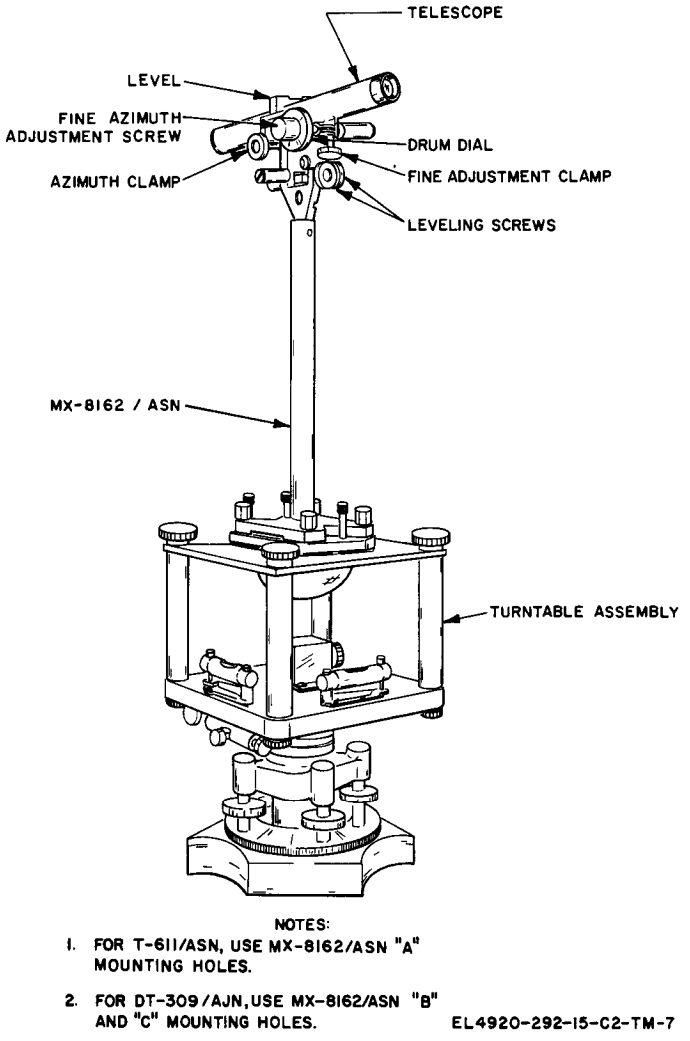

Figure 9-6. Optical transfer setup for Induction compass Transmitter T-611/ASN or DT-809/AJN in U-1A, U-6, U-8D, and *U-21 aircraft.*
(1) Remove the telescope from the alignment equipment case. (Refer to figure 9-6 for location of the telescope controls.)
(2) Refer to the chart below and remove applicable compass calibrator set adapter from the MK-1040A/ASN.
(3) Loosen the turntable assembly upper motion lock during the following procedures to prevent any inadvertent torque against lower motion.
(4) Remove electrical connections from the compass transmitter.
(5) Mount the adapter on the compass transmitter in accordance with the applicable figure (figs. 9-6 through 9-12).
(6) Mount the telescope on the adapter. Be sure that all screws are properly seated and there is no motion in adapters.